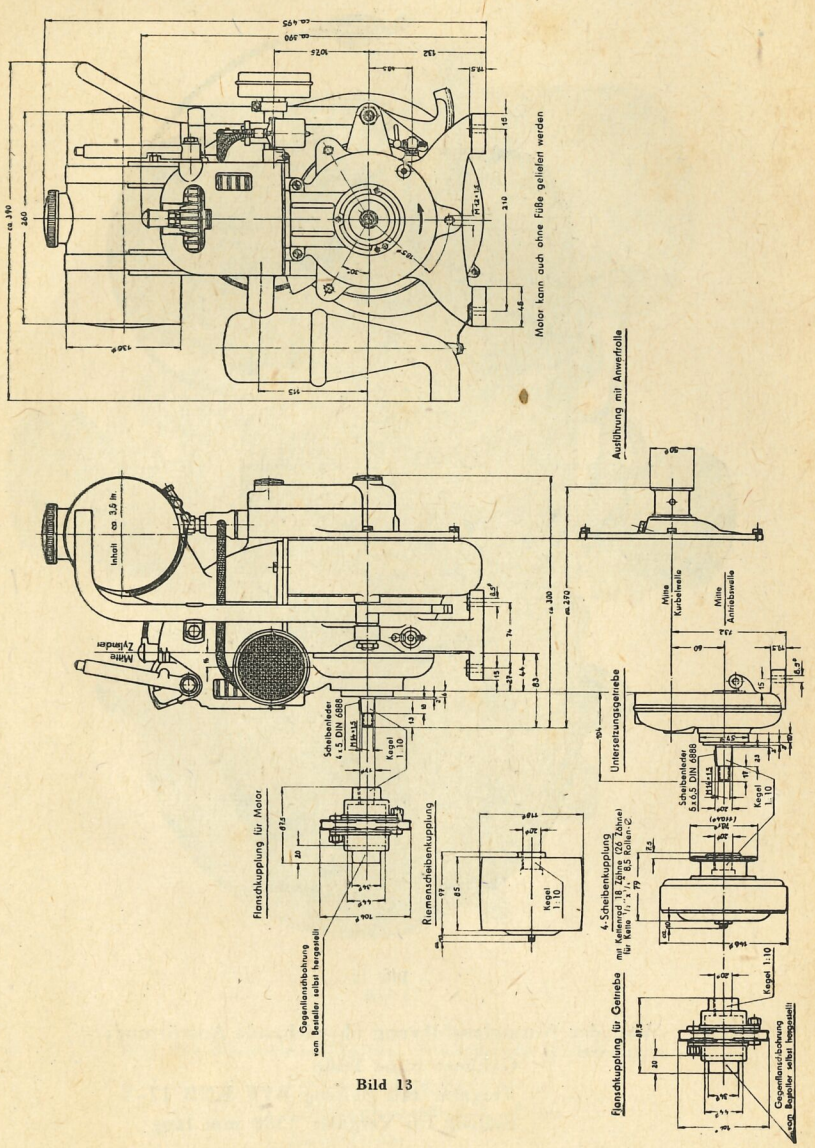

Bild 13
14. **Flanschkupplung** (Bild 13)